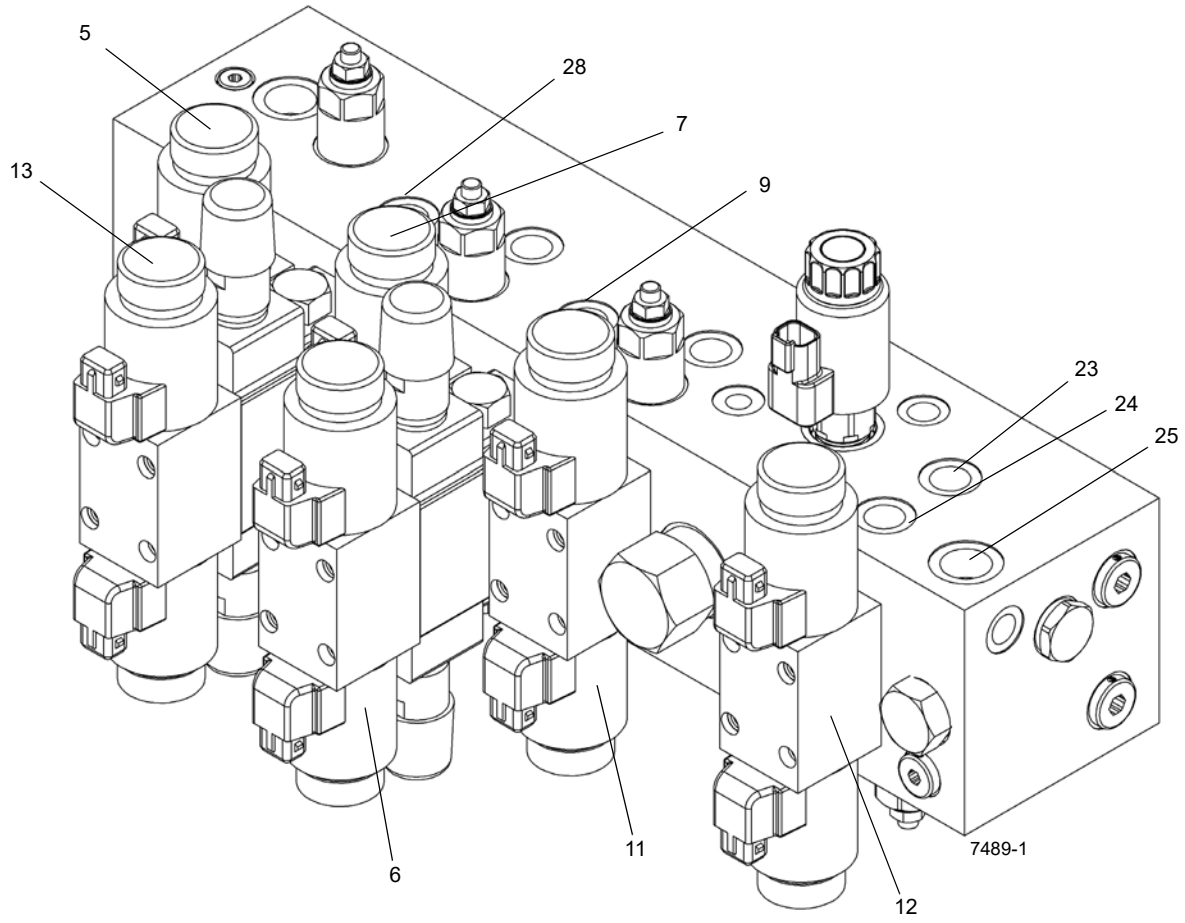

FIGURA 2-35
O coletor de bloco compacto (Figura 2-35) direciona e controla a vazão de fluido hidráulico para as funções de trava de pino do contrapeso, elevação/abaixamento do contrapeso, bloqueio/desbloqueio do contrapeso, cilindro de extensão da lança, inclinação da cabine e travamento/destravamento do pino telescópico. A válvula está localizada no lado esquerdo da superestrutura. O banco de válvulas é removido e instalado como um conjunto.
**FIGURA 2-35 continuação**